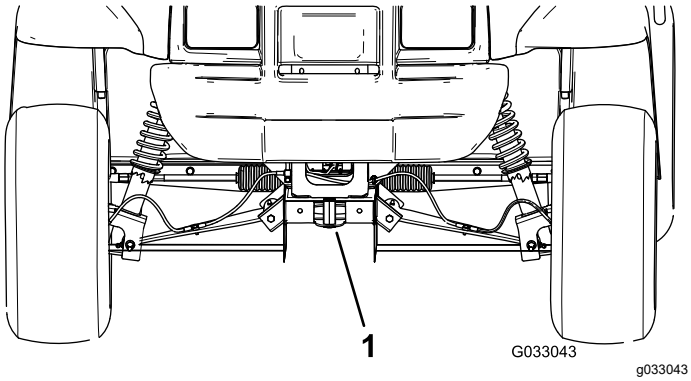

Figur 21
- Lyftpunkten framtill på maskinen sitter på ramens framsida under dragöglan (Figur 21).